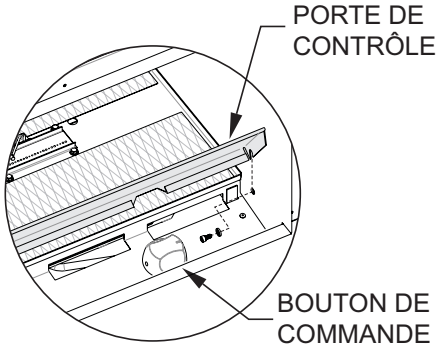

Figure 14
b. Retirer les deux boulons d'articulation et les rondelles de la porte de contrôle. **Voir figure 14.**